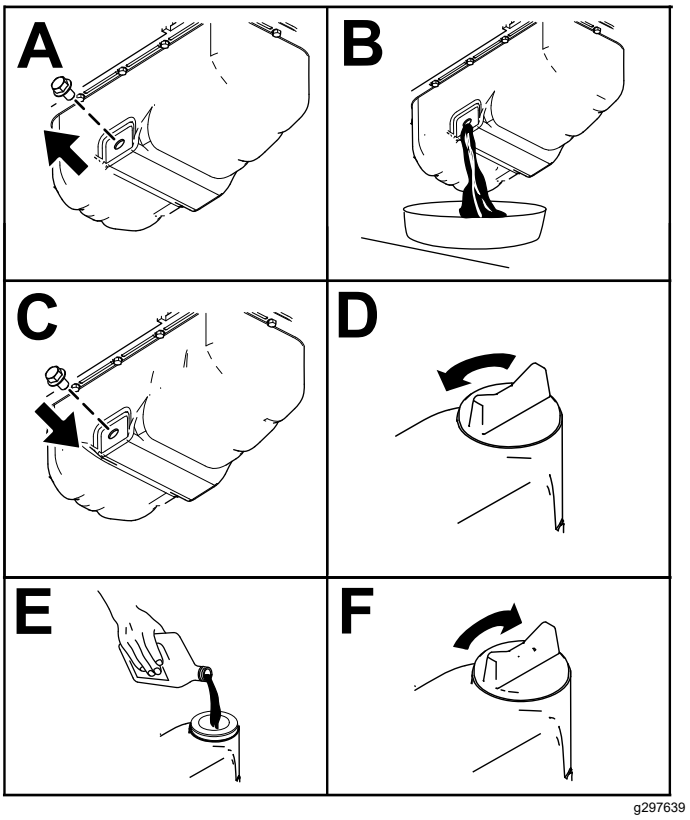

Figuur 51
3. Ververs de motorolie zoals wordt getoond in Figuur 51.